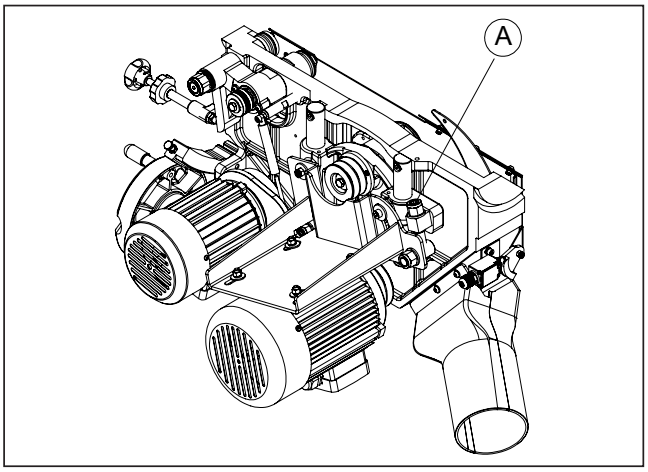

Figur 7.2
- Öppna höger sidoplåt (använd insexnyckel 4 mm) och rotera därefter den gängade stången (vid A på figur 7.2) (använd insexnyckel 6 mm).